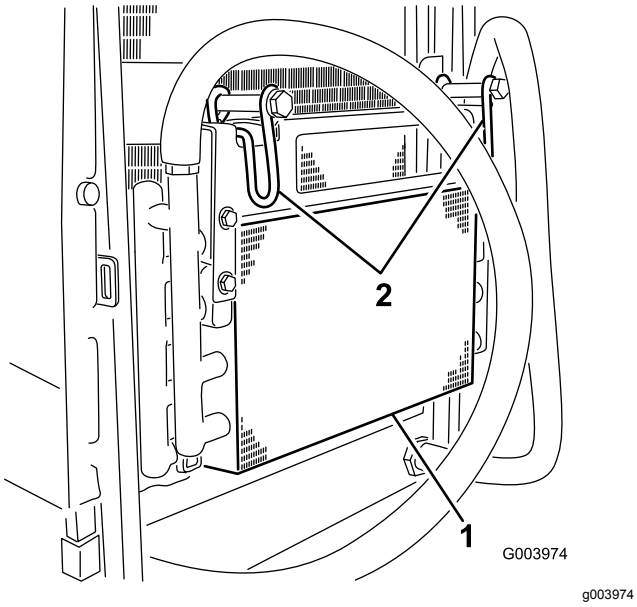

Figur 58
5. Vrid spärrhakarna inåt för att frigöra oljekylaren (Figur 58).